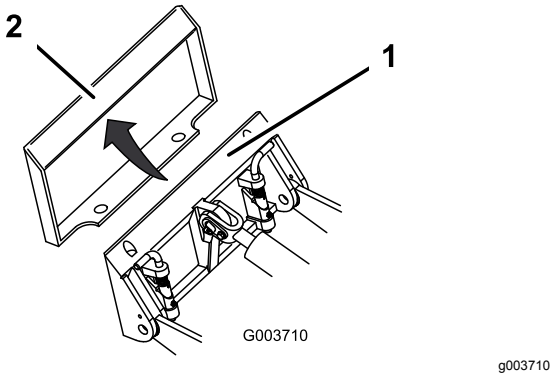

**Rysunek 24**
4. Ustaw płytę montażową w górnej krawędzi płyty odbiornika osprzętu (Rysunek 24).